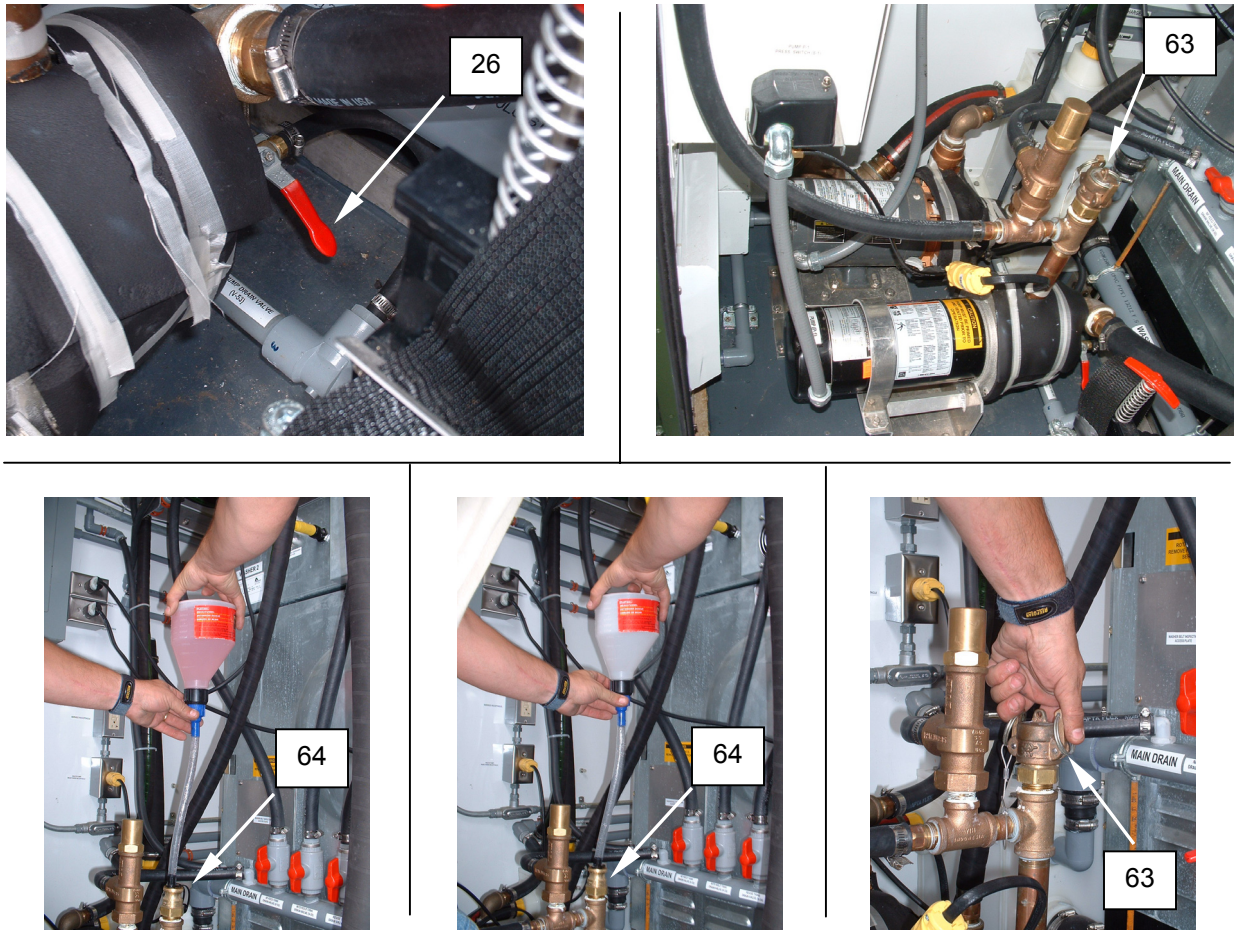

Figure 31. Add Antifreeze - P1 Pump.
1. Close P1 pump drain valve V-53 **(Figure 31, Item 26)**.
2. Remove QD cap **(Figure 31, Item 63)** on priming port **(Figure 31, Item 64)**.
3. Add 32 oz. of antifreeze (propylene glycol) to priming port **(Figure 31, Item 64)**.
4. Open the P1 pump drain valveV-53 **(Figure 31, Item 26)** for a 1 second count and then close.
5. Install and lock QD cap **(Figure 31, Item 63)** onto priming port **(Figure 31, Item 64)**.